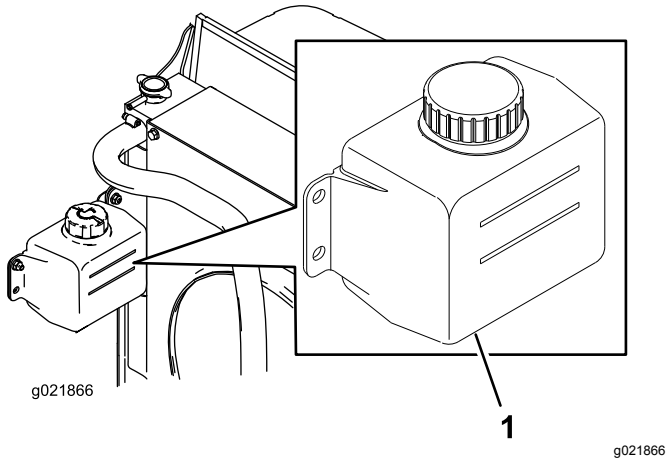

Figur 28
1. Kontroller kjølemiddelnivået i ekspansjonstanken (Figur 28).